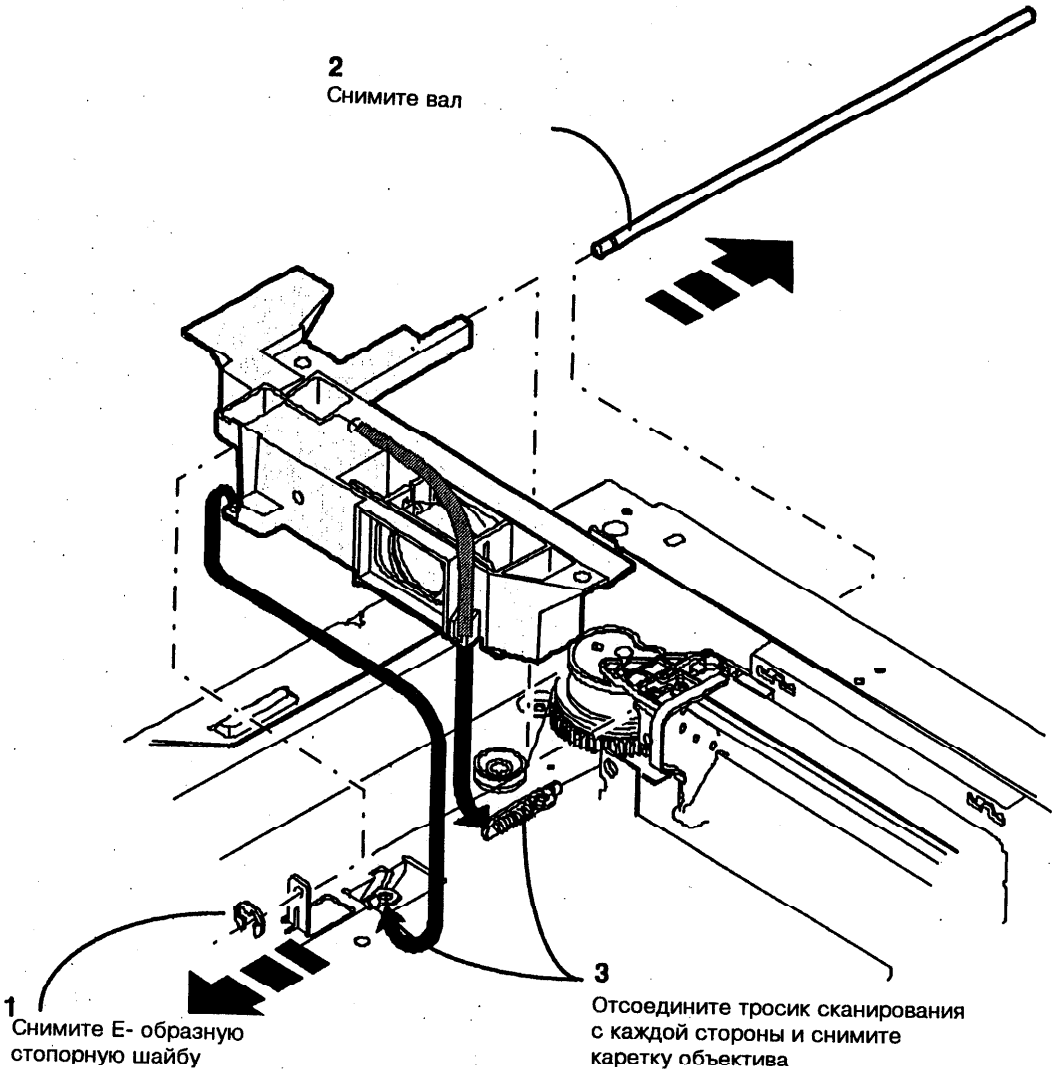

Рис. 2. Снятие каретки объектива.
3. (Рис. 2): Снимите каретку объектива.